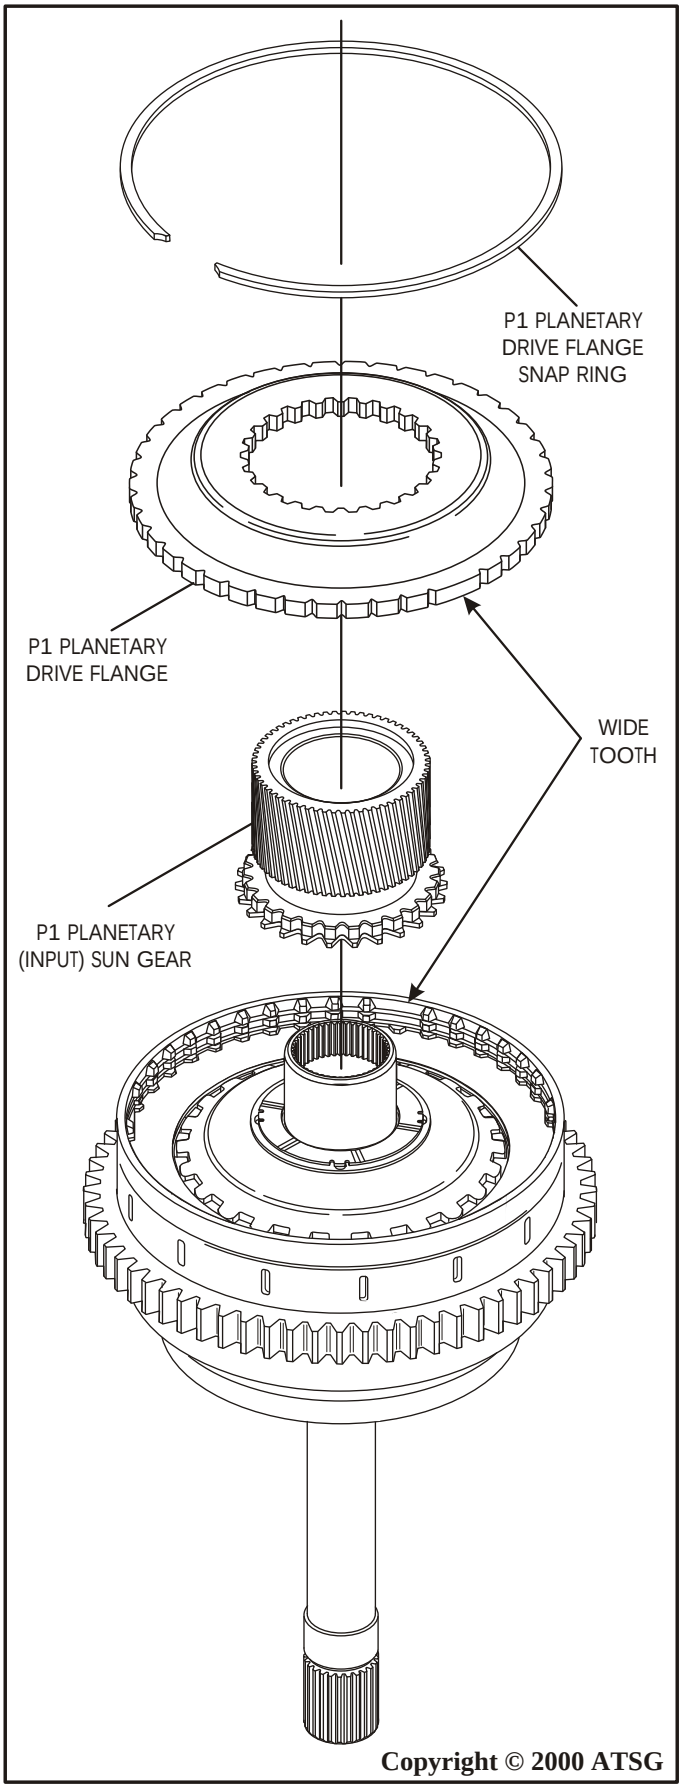

Figure 115
39. Install P1 planetary (Input) sun gear through the P1 planetary drive flange from the bottom as shown in Figures 115 and 116.
40. Holding the assembly by the sun gear, install the sun gear and drive flange assembly into the C1/C2 housing engaging the drive flange teeth into the splines of housing (See Figure 115).
Note: Notice that drive flange has three wide teeth that must be indexed to 3 wide grooves in the housing (See Figure 115).
41. Install the P1 planetary drive flange snap ring into ***top*** groove in housing (See Figure 115).